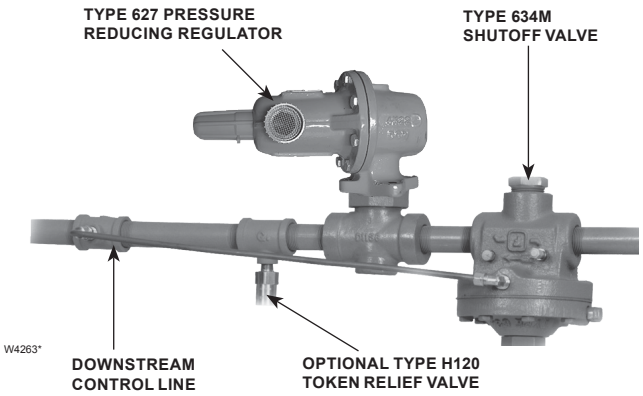

Figure 4. *Typical Installation Showing Token Relief Valve*
6. Both types can be used along with a token relief valve (Figure 4) to minimize unnecessary shutoff. The relief valve is set to open before the Type 634 or 634M shutoff valve activates. This arrangement allows the relief valve to handle minor overpressure problems such as gas thermal expansion or seat leakage due to dirt moving through the system which may move out of the regulator during the next operating cycle. The shutoff valve does activate if the regulator has a major malfunction with excessive gas flow that exceeds the token relief capacity.